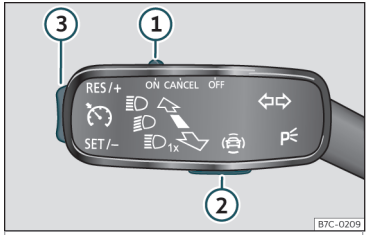

Fig. 208 En la palanca de los intermitentes: teclas para manejar el limitador de velocidad.
Para cambiar entre los sistemas de asistencia a la conducción presione la tecla >>> **fig. 208 ②**, a continuación, seleccione mediante la ruedecilla derecha del volante multifunción en el menú del cuadro de instrumentos y pulse la ruedecilla para confirmar la selección.
- Desplace el mando ››› **fig. 208** ① a la posición **ON** y presione la tecla ②.
- Durante la marcha, presione la tecla ››› **fig. 208** ③ por la zona **SET/–**.
Se puede ajustar la velocidad con la tecla ››› **fig. 208** ③:
- Desplace el mando ››› **fig. 208** ① a la posición **OFF**.
Si desea desactivar temporalmente el limitador de velocidad, p. ej., para adelantar, desplace el mando ››› **fig. 208** ① a la posición **CANCEL** o pulse la tecla ②.
Tras el adelantamiento, el limitador de velocidad se puede activar con la velocidad programada anteriormente pulsando la tecla ››› **fig. 208** ③ por la zona **RES/+**.